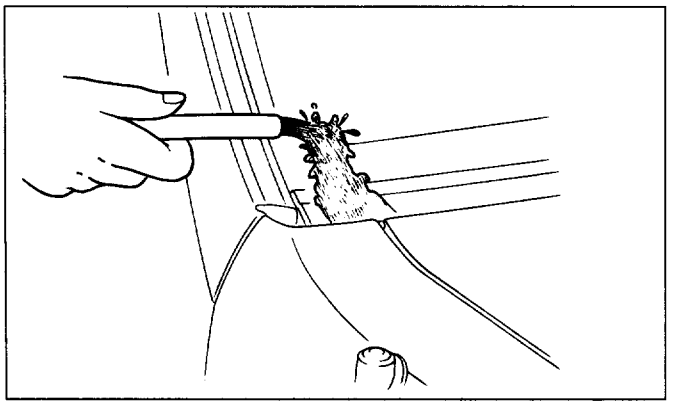

Fig. 10-263
- Check that the windshield does not leak water. (Fig. 10-263)